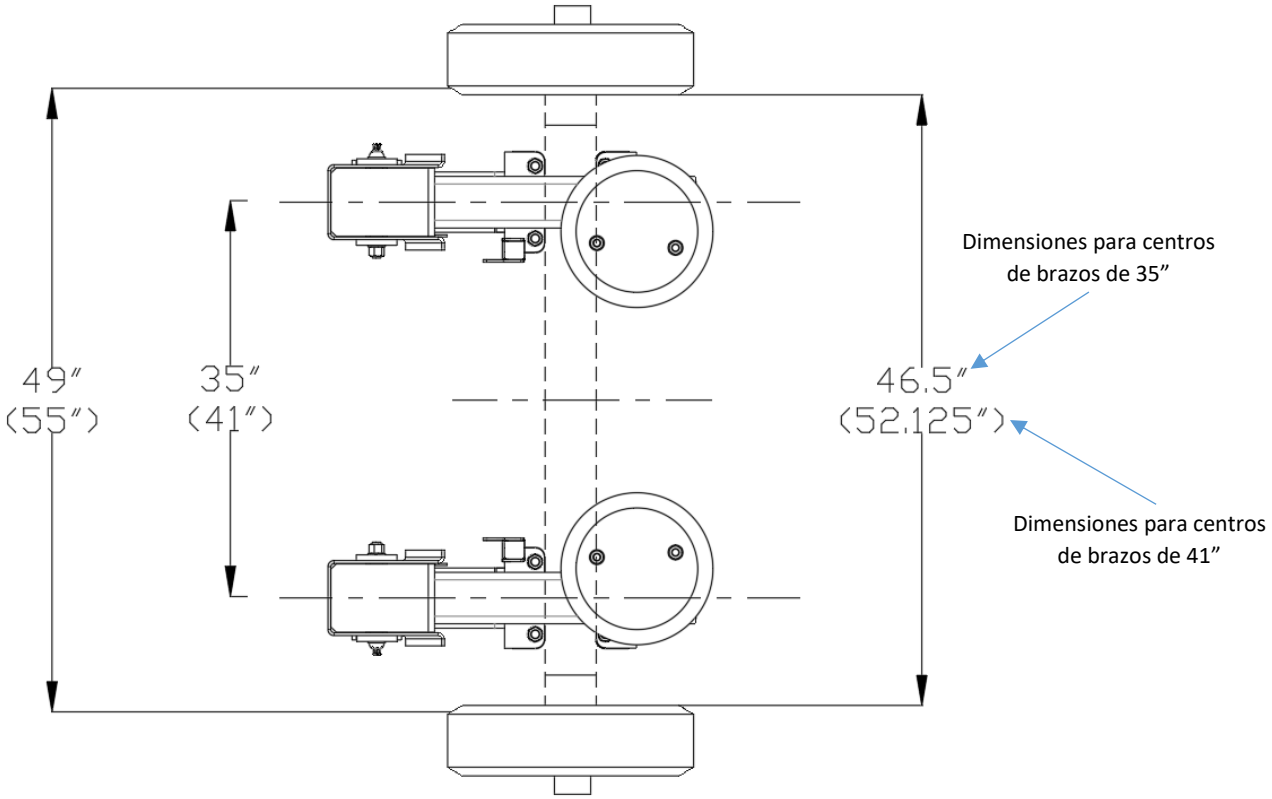

Figura 3. Dimensiones generales ensamble de suspensión.
2. Ver Figura 3 para visualizar las dimensiones y posiciones aproximadas de la suspensión.
4. Colocar los brazos en posición de acuerdo al esquema de la figura 3, poniendo atención en la distancia entre centros de los brazos, así como la distancia entre los brazos y los tambores. Para realizar ésta operación, serán necesarios soportes para mantener la posición del brazo en el extremo opuesto (lado del buje trifuncional).